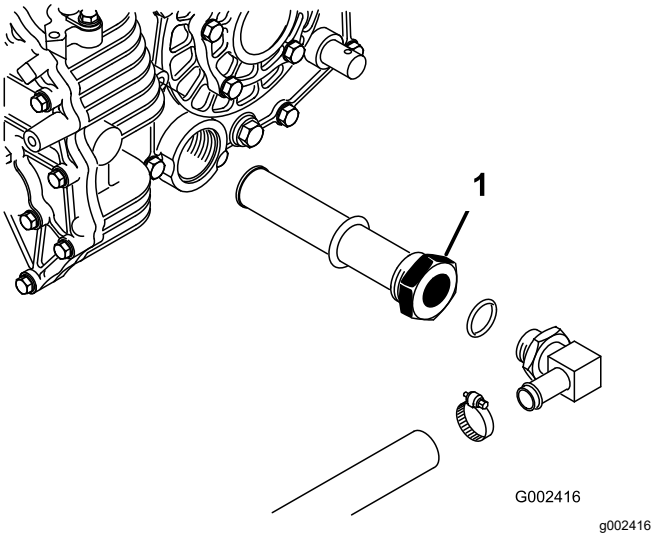

Bild 68
5. Achten Sie auf die Ausrichtung des Hydraulikschlauches und des 90°-Anschlussstückes, das an der Seite des Behälters befestigt ist (Bild 68).